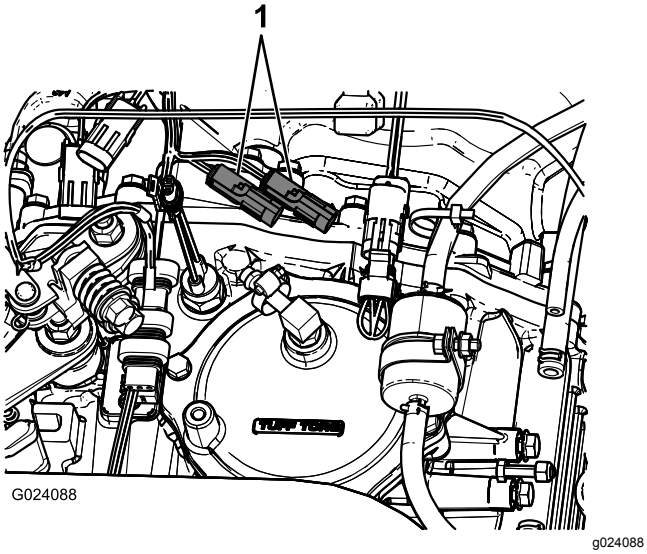

**Figur 12**
9. Forbind den eksisterende hastighedssensor med hastighedssensorstikket og hastigheds-sensorudgangsstikket på det nye ledningsnet (Figur 12).